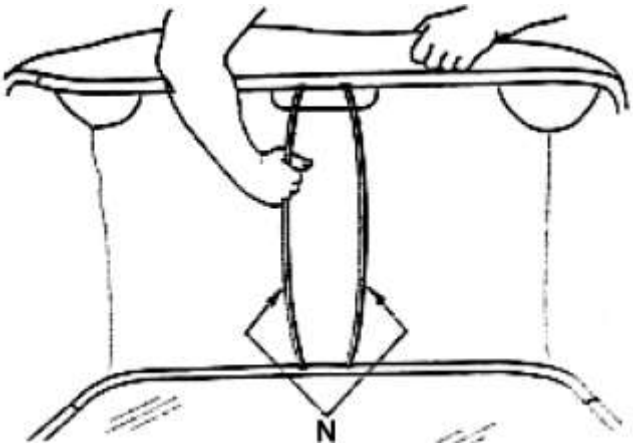

Abbildung 15
- Setzen Sie die Enden der Stangen in die Bohrungen der oberen und der unteren Rahmenrohre ein. Biegen Sie die Stangen (N) so stark, dass die Enden gut in die Bohrungen passen (siehe Abbildung 15).
- Überdehnen Sie die Stangen (N) nicht!